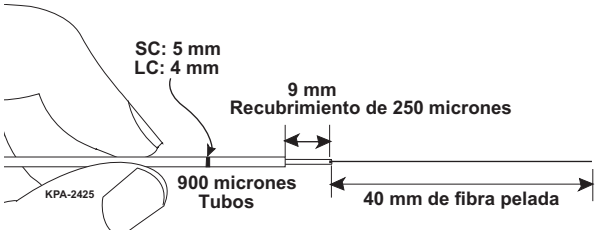

Figura 7 — Marcar tubo de 900 micras
Paso 5: Mida y marque el tubo de bifurcación (Figura 7).